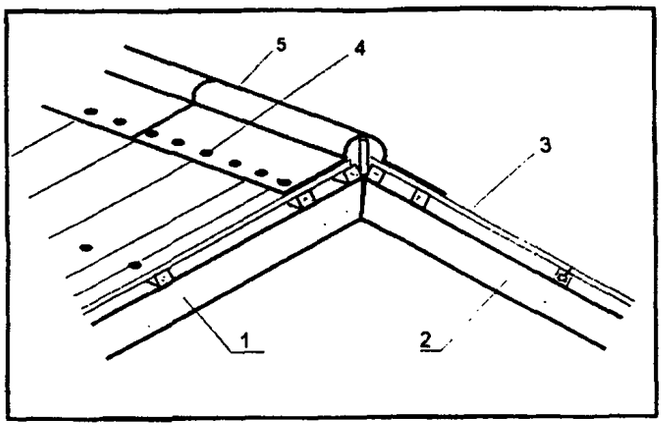

Рисунок 6.
2.13. Крепление коньковых элементов Ондулин начинают с противоположного господствующим ветрам края крыши с боковым нахлестом 125 мм. Прибивают коньковый элемент по каждой волне стыкующегося с ним листа к дополнительным брускам обрешетки или сплошному дощатому настилу (рис.6). Коньковые элементы Ондулин также используют для оформления ребер крыши.